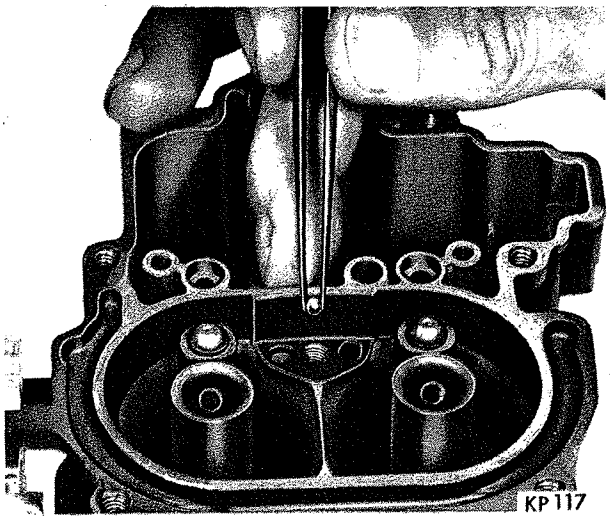

*Fig. 11—Installing Discharge Check Ball*
(7) Install accelerator pump discharge check ball (⅛ inch diameter) in orifice in the center passage of discharge strut section of main body, as shown in (Fig. 11).